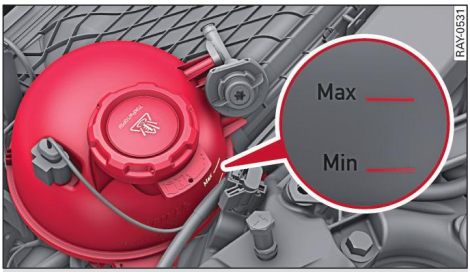

Fig. 137 Front compartment: Coolant expansion tank
- Read the coolant level on the outside of the expansion tank. When the coolant is cold, the coolant level should be between the MIN and MAX marks ⇨ *Fig. 137*. The coolant level on new vehicles may initially be slightly above the top mark.
- Carefully unscrew the cap ⇨ *page 287, Fig. 137* anti-clockwise ⇨ ⚠ *in Checking the coolant level on page 287*.
- Add coolant in the correct concentration (refer to information on coolant additive in the Owner's Manual) up to the **Max** mark ⇨ *page 287, Fig. 137*.